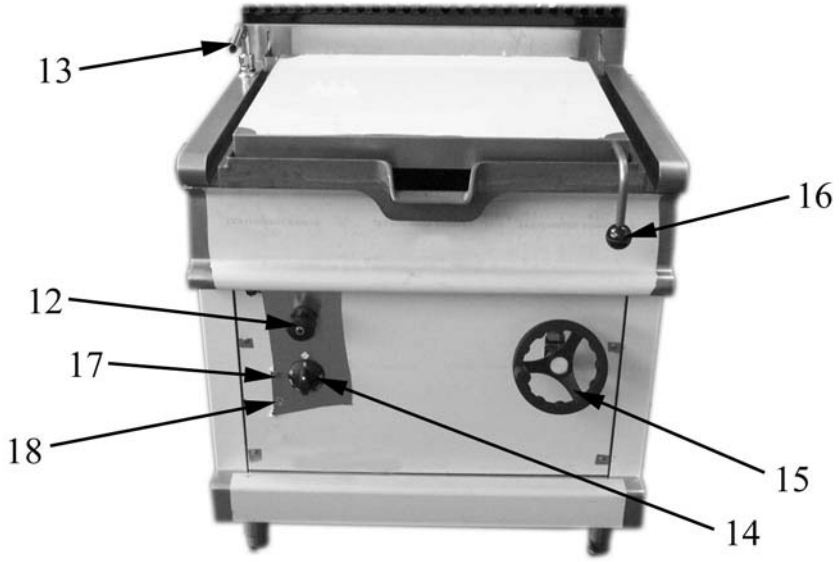

Fig. 1
If the appliance is off, the tilt mechanism will not work. In that case, turn the knob (item 13 in Fig. 1) to the left until the power indicator light (item 17 in Fig. 1) lights up.